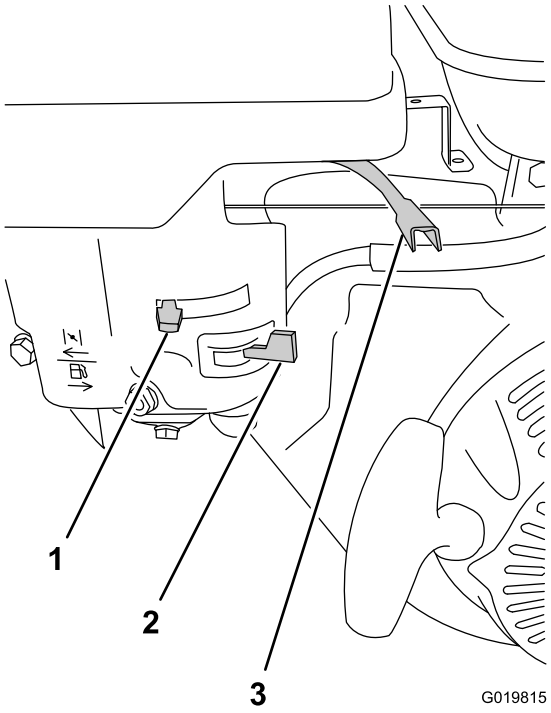

Figura 36
2. En el motor, mueva la palanca del acelerador de la distancia entre la posición MIN y la posición MAX (Figura 36).
3. Mueva la palanca de la válvula de combustible a la posición de ABIERTO, totalmente hacia la derecha (Figura 36).
- Para arrancar un motor frío, mueva la palanca del estárter a la izquierda, a la posición de totalmente CERRADO (Figura 36).
1. Mueva la palanca del acelerador a la posición de LENTO (tortuga) (Figura 36).
3. Mueva la válvula de combustible a la posición de CERRADO (Figura 36) y gire el interruptor de Encendido/Apagado del motor a la posición de APAGADO.